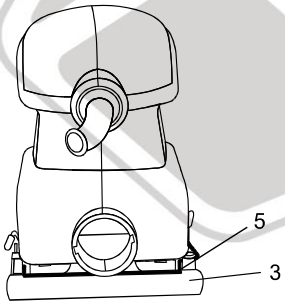

Рисунок 4
3. Протяните лист наждачной бумаги (3) под опорной подошвой и заправьте его в открытый задний зажим (5) (см. рис. 4).